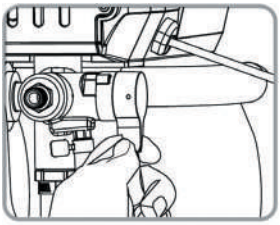

Рис. 17
3. Установите дренажный кран в положение «слив» (рис. 17).